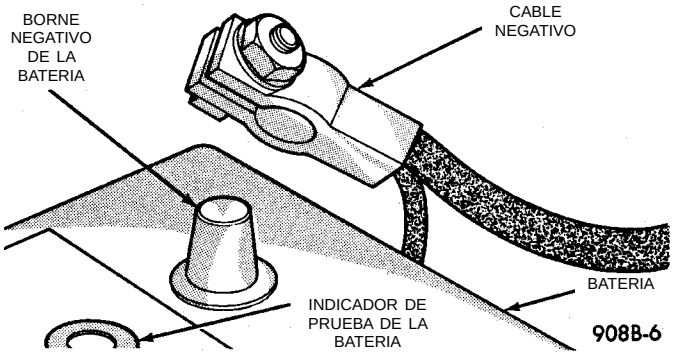

Fig. 21 Retire e instale los cables de la batería
(4) Conecte las abrazaderas de cables a los bornes de la batería, asegurándose de que la parte superior de la abrazadera quede al ras o por debajo de la parte superior del borne (Fig. 21). Instale primero el cable positivo.
(5) Ajuste con firmeza las tuercas de la abrazadera.